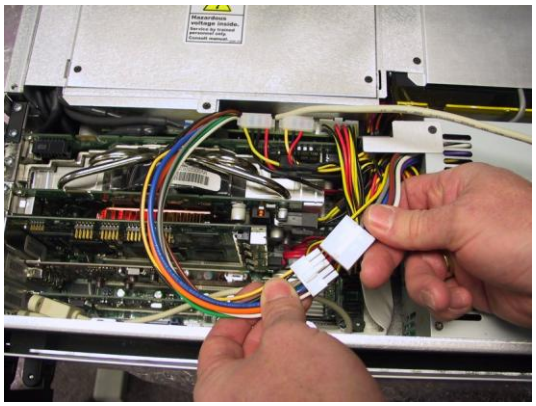

Figure 2-14
9) Connect the cables from the UPS and the system's main power supply as illustrated in Figure 2-14.